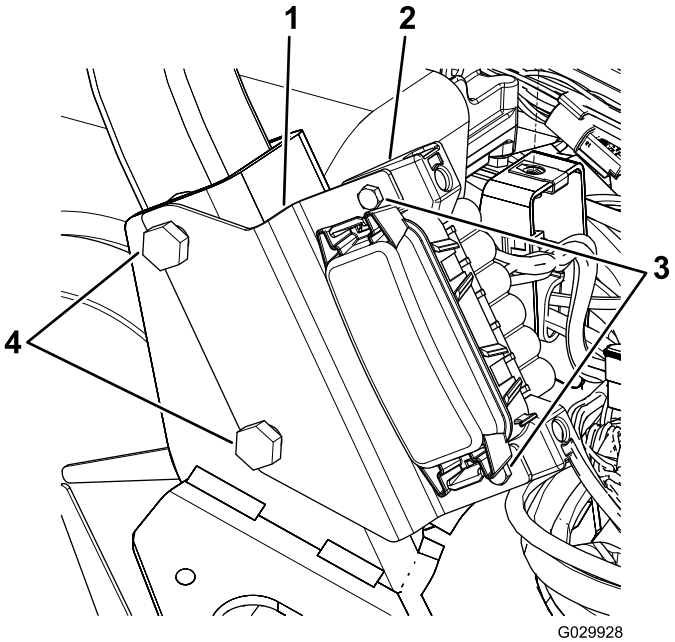

Рисунок 11
1. Ослабьте две гайки и болты крепления правой стороны конструкции ROPS к раме машины (Рисунок 11).
2. Совместите пазы в кронштейне блока предохранителей с болтами, как показано на Рисунок 11.
4. Прикрепите двумя винтами блок предохранителей к кронштейну (Рисунок 11).